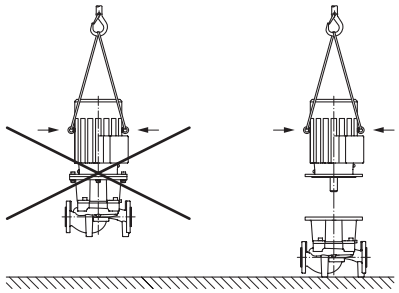

Рис. 7a. Транспортировка электродвигателя
- **Проушины для транспортировки на электродвигателе служат только для транспортировки электродвигателя, транспортировка всего насосного агрегата с их помощью недопустима (Рис. 7a).**